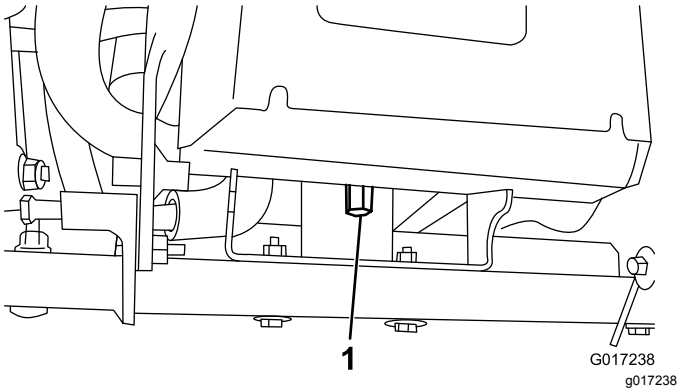

Figuur 11
4. Verwijder de lange moer waarmee de achterkant van de accubasis aan het machineframe is bevestigd (Figuur 11).